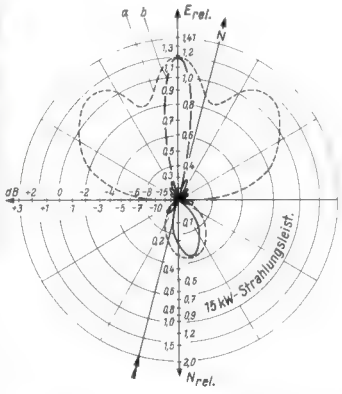

*Bild 6. Strahlungsdiagramm der Fernsehantenne in Band III; a) horizontal, b) vertikal*
*Fernseh-Sendeantennen:* Zwei Aufnahmen der nach dem Norden und dem Südosten strahlenden Antennen veröffentlichten wir im oben erwähnten Beitrag in Heft 11/1958. *Bild 1* zeigt eines der vier Antennenfelder für Band III. Vier Doppeldipole mit Speisung im Spannungsbauch und metallischer Halterung im Spannungsknoten sind vor einem Reflektorgitter angeordnet. Der hochohmige Dipolfuß ist gegen Vereisung mit einem Körper aus Polyesterharz geschützt. Der Leistungsgewinn eines solchen Feldes beträgt ca. 12 = 10,8 dB. *Bild 6* ist das Strahlungsdiagramm der Nordantenne in der Horizontalen (a) und Vertikalen (b); die mittlere Strahlungsleistung des Bildsenders beträgt unter Einbeziehung des Antennengewinns und der Kabeldämpfung rd. 15 kW. Die Neigung der Feldhalterung ermöglicht übrigens